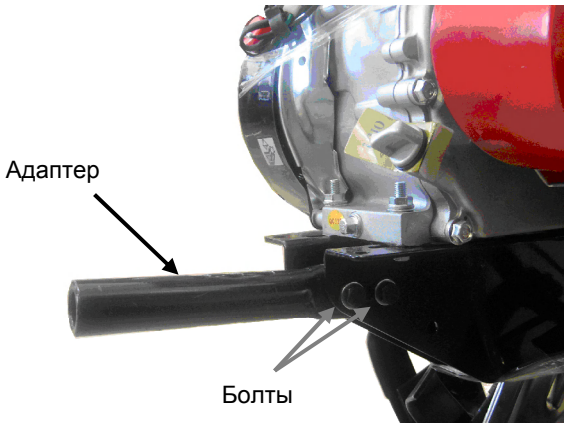

Рис. 8.
2. Установить адаптер плоской частью на внутреннюю поверхность левой части рамы (см. рис.8) и совместить крепежные отверстия на раме и адаптере.
4. Ключами на 13мм затянуть гайки крепления адаптера до упора (см. рис.8).